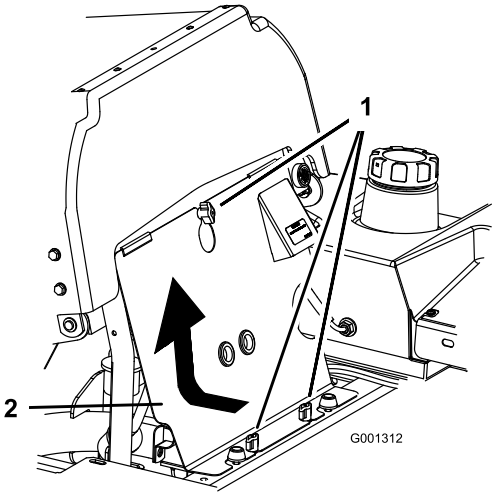

**Figur 60**
3. Løsn grebene på motorens frontpanel, og fjern panelet (Figur 60).